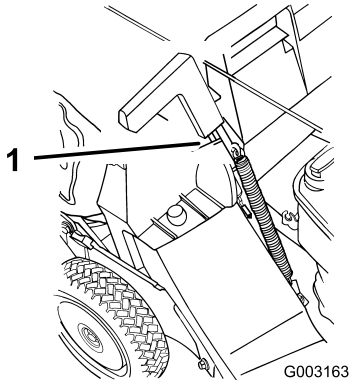

Figura 19
5. Tirate in avanti la maniglia dello sportello di scarico fin quando la spina non tocca più il fermo, e tirate indietro la maniglia finché la spina non si blocca nella tacca del cesto (Figura 19).